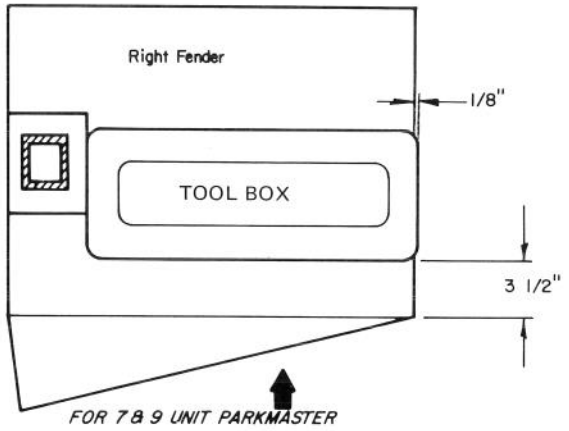

Figure 8
12. On units with 7- or 9-Unit Parkmaster Frames installed, position tool box on right hand fender as shown in Figure 8, use the holes in the tool box as a template, drill four 7/16" holes, and attach the tool box with the existing fasteners.